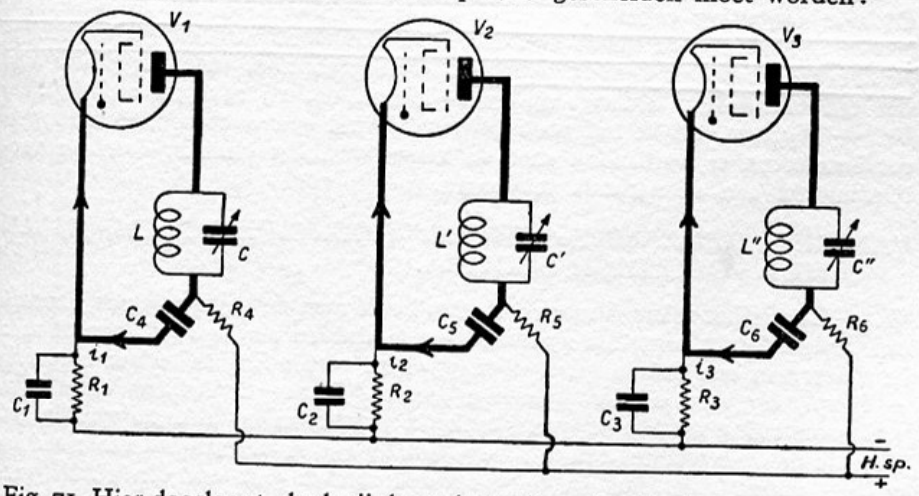
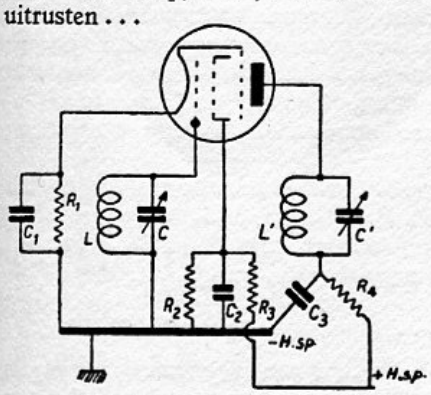
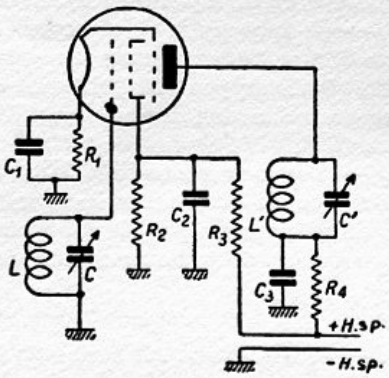

Fig. 71. Hier doorloopt, dank zij de ontkoppeling, de wisselstroom-component van den stroom van elke lamp een eigen weg. (Met dikke lijnen aangegeven.)
Fig. 72. Ontkoppelde schakeling van een pentode.
Fig. 73. Hetzelfde schema als in fig. 72, maar nu geteekend met het symbool voor *massa*.
W. — Dat is zoo! Zoodra de geheele plaatstroom i_1 door de plaatimpedantie is gegaan — in dit geval den kring LC (fig. 71) — scheidt men den wisselstroomcomponent van den gelijkstroomcomponent door een vertakking, gelijk aan die, welke je toegepast hebt gezien voor de regeling van de terugkoppeling met behulp van een variabelen condensator. De wisselstroom-
component keert onmiddellijk naar de kathode terug via den condensator C_4, die zich daarentegen verzet tegen het passeeren van den gelijkstroom. Deze laatste maakt gebruik van den weg van den weerstand R_4 en keert pas naar de kathode terug, als hij door de hoogspanningsbron en den polarisatie-weerstand R_1 is gegaan. Zoo zie je, dat de baan van den wisselstroom-component beperkt is tot den eigen kathode-anodekring van elke lamp. (In fig. 71 met dikke lijnen aangeduid.) Nergens loopt de wisselstroom-component van de eene lamp door de stroomwegen van die der andere lampen.
W. — Je hebt volkomen gelijk. Merk nu nog op, dat de ontkoppeling ook het voordeel heeft de gevaren van de ongewenschte inductieve koppelingen te verminderen, doordat de wegen der wisselstroom-componenten verkort worden. Nu kan ik het volledige schema voor je teekenen (fig. 72) van een versterkingstrap, zooals men die in de moderne ontvangtoestellen maakt. Het is precies hetzelfde als het schema van fig. 71.
Vr. — Toch niet heelemaal, lijkt mij. In fig. 71 komen de ontkoppelcondensatoren C_4, C_5 en C_6 direct terug bij de kathoden der overeenkomstige lampen. In fig. 72 echter ligt de ontkoppelcondensator C_3 aan de — H-sp.
W. — Zoo is het zeker, Vraagal! Voorts heeft men de gewoonte aangenomen om „massa" met hetzelfde symbool aan te duiden als „aarde", zoodat men in plaats van een enkele gemeenschappelijke verbinding te teekenen van de — H-sp., op verschillende plaatsen „massa" teekent. Volgens deze wijze van voorstelling zal fig. 72 overgeteekend worden in het schema van fig. 73. Maar je dient je wel goed in te prenten, dat als je in een schema verscheidene malen „massa" ziet, het in werkelijkheid slechts gaat om één enkele verbinding, die naar de negatieve pool van de hoogspanning loopt.